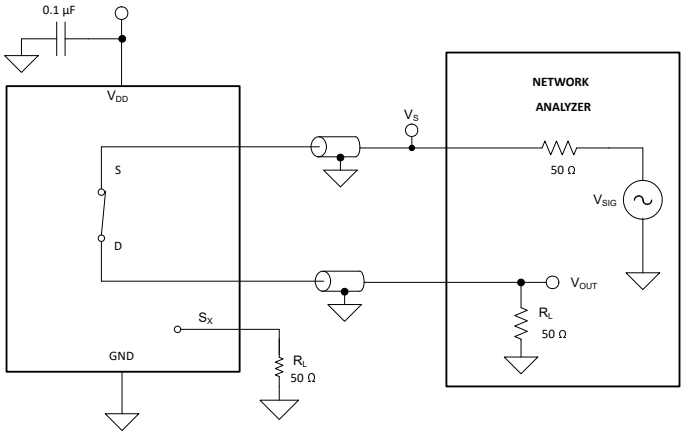

**Figure 7-11. Bandwidth Measurement Setup**
Bandwidth is defined as the range of frequencies that are attenuated by less than 3 dB when the input is applied to the source pin (Sx) of an on-channel, and the output is measured at the drain pin (D) of the device. Figure 7-11 shows the setup used to measure bandwidth.